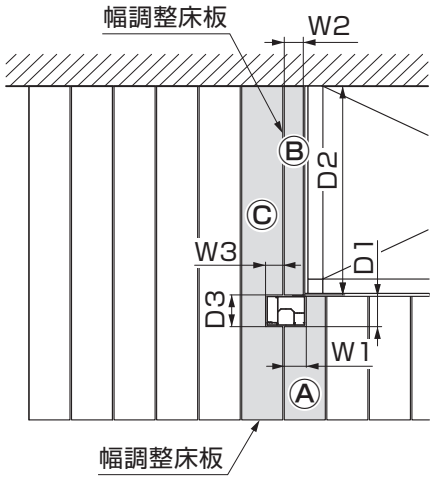
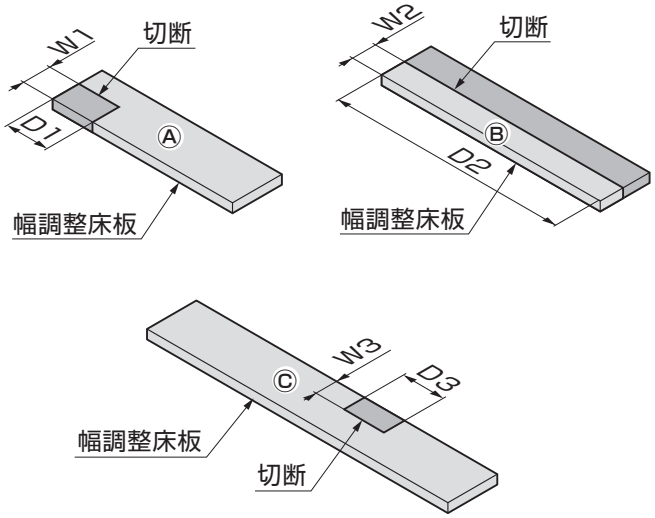

図2-22
図2-24
①幅調整床板が柱、下レールに干渉する部分を図2-22、図2-24、表2-2を参照して加工してください。